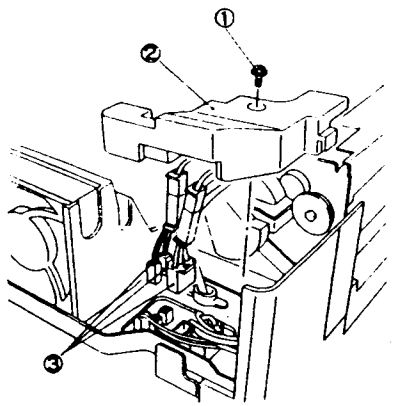

Рис. 1 NZM-0118
6. (Рис. 1): Снимите заднюю крышку электрического узла и отсоедините все разъемы от шасси драйвера AC.
①. Отверните винт.
②. Снимите заднюю крышку электрического узла.
③. Отсоедините разъемы P/J 14, 117 и 118 от шасси драйвера AC.